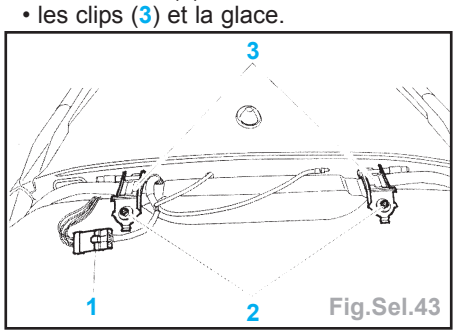

Fig.Sel.43
- Déposer (Fig.Sel.43) :
- les fixations (2),
- les clips (3) et la glace.